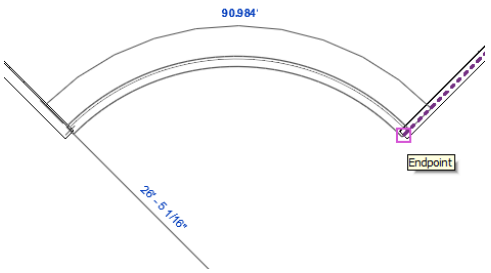
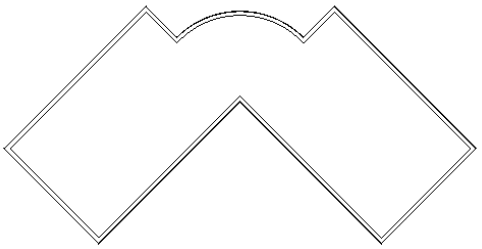

Figure 3-51 *Completing the curved wall segment*
Figure 3-52 *Completed layout of the exterior walls for the Club project*
3. Move the cursor toward the right and click when the cursor snaps to the endpoint of the inclined wall, as shown in Figure 3-51. Now, press ESC twice to complete the exterior wall profile, as shown in Figure 3-52.